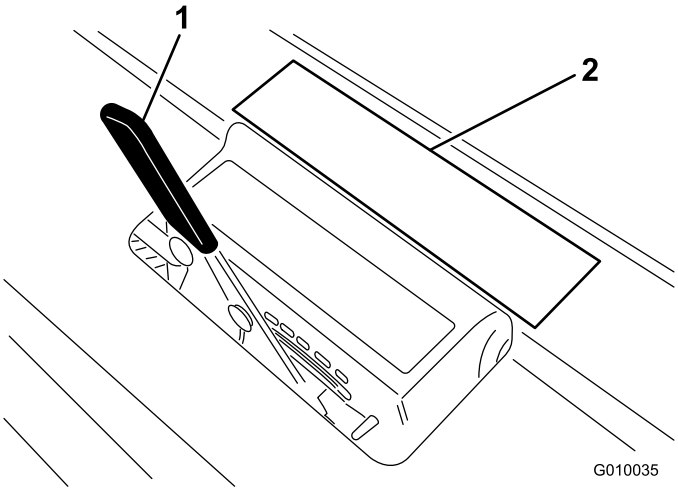

Figur 27
2. Lägg harvpinnen på dekalen för harvpinnsdjup (Figur 27) med en ände i höjd med det önskade luftningsdjupet (se harvpinnsillustrationen på dekalen).